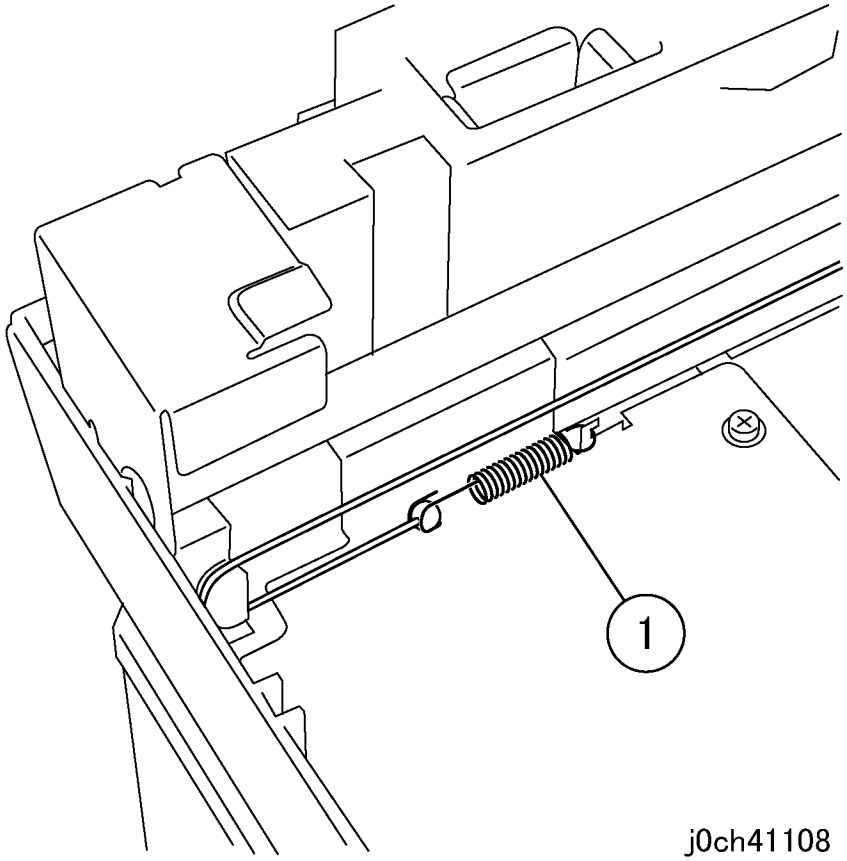

Рисунок 6 Снятие пружины (j0ch41108)
7. Снимите заднюю пружину слева сзади (рисунок 6).